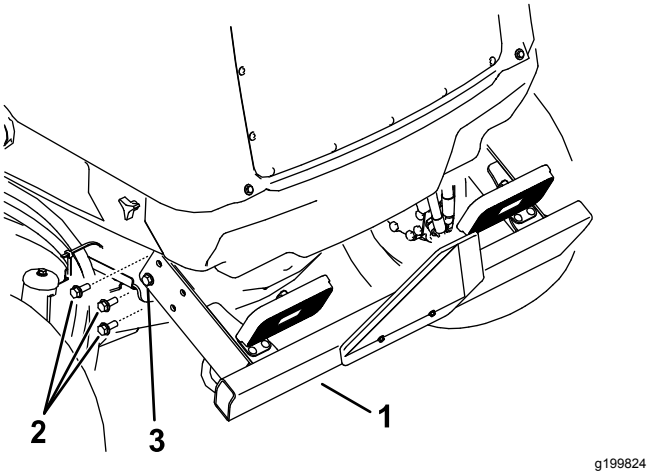

Figur 100
2. Fjern de tre 3 flangeskruer fra hver side af bagkofangeren som vist i Figur 100.
6. Hæv bagkofangeren på plads, og monter flangeskruerne. Tilspænd alle flangeskruerne, der fastgør bagkofangeren til stellet (Figur 100).